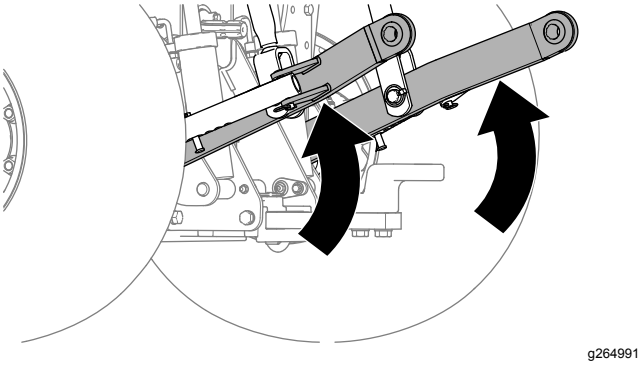

Figuur 11
4. Breng de onderste verbindingsarmen van de 3-punts trekhaak zo ver mogelijk naar boven (Figuur 11).